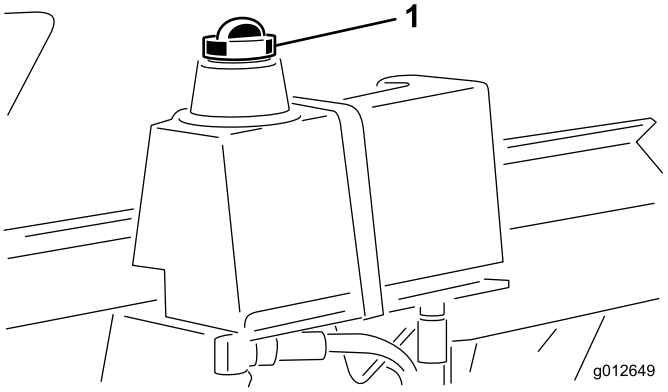

Rysunek 27
2. Usuń mocowanie z dołu zbiornika hydraulicznego i spuść olej hydrauliczny do miski drenażowej Rysunek 27). Zamontuj i ponownie dokręć mocowanie w momencie, gdy olej hydrauliczny przestanie spływać.